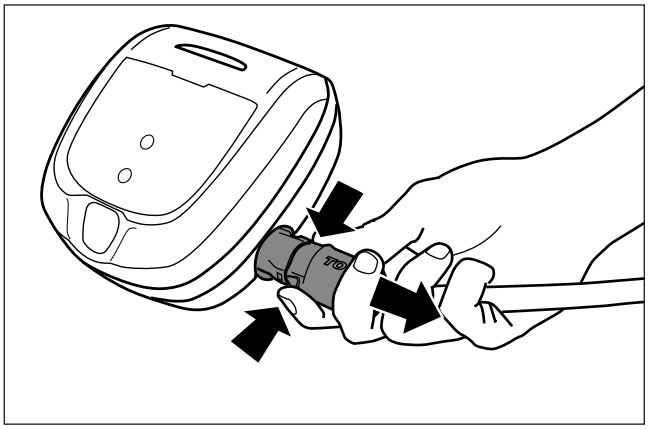

Figure 9. Débrancher
3. Débranchez le nettoyeur au niveau du boîtier de commande (Figure 9).